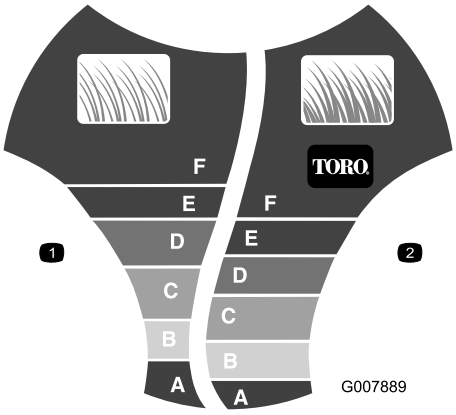

Figuur 16
Het SmartWheel® heeft 2 maaischalen—Dun/Normaal en Dik—om de beste maaihoogte-instelling voor elke situatie te bepalen (Figuur 16).
Opmerking: Met het SmartWheel berekent u de juiste instelling om zeker te zijn dat niet meer dan 1/3 van de grassprieten wordt afgesneden (Figuur 16).
2. Rijd de maaimachine op het gras en stop zodra het SmartWheel symbool rechtop staat (Figuur 16).